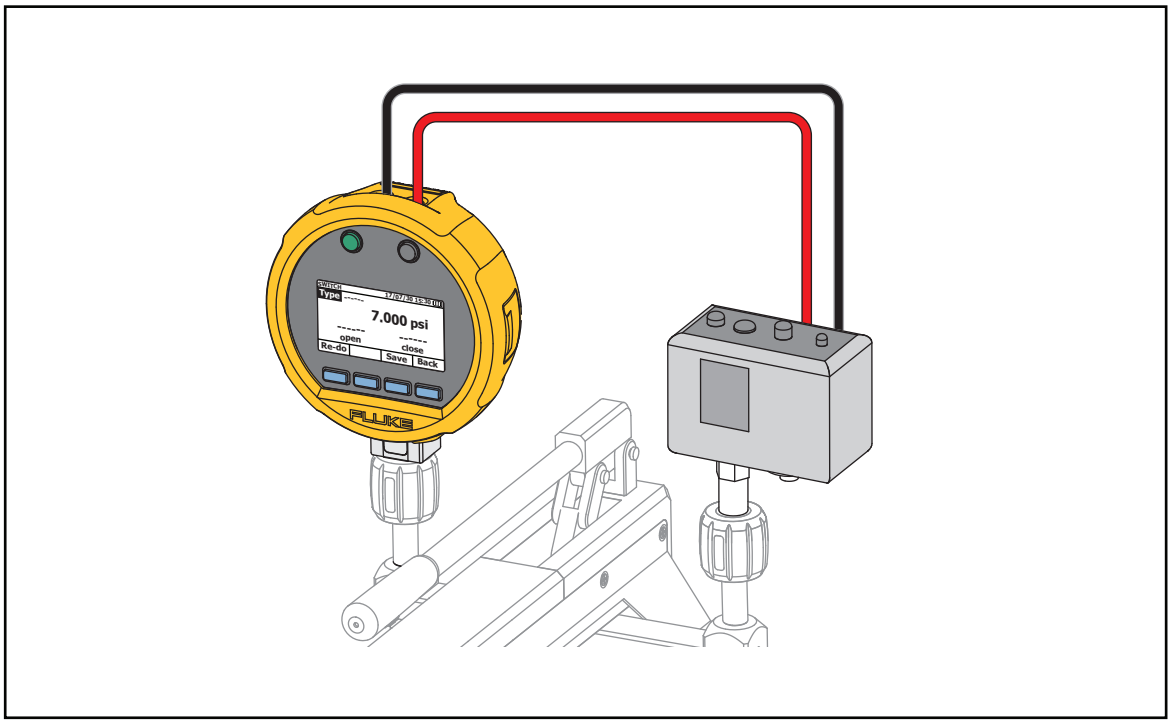

Figure 8. Switch Connection
1. Connect and zero the Product. See *Connect and Zero the Product* and Figure 8.